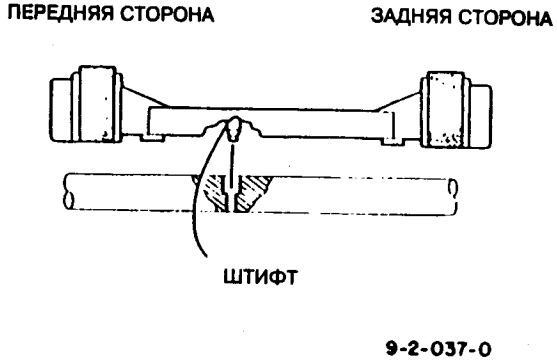

Рис.2 Установка ролика подачи
1. Определить переднюю и заднюю сторону ролика подачи, проверив положение штифта (рис.2).